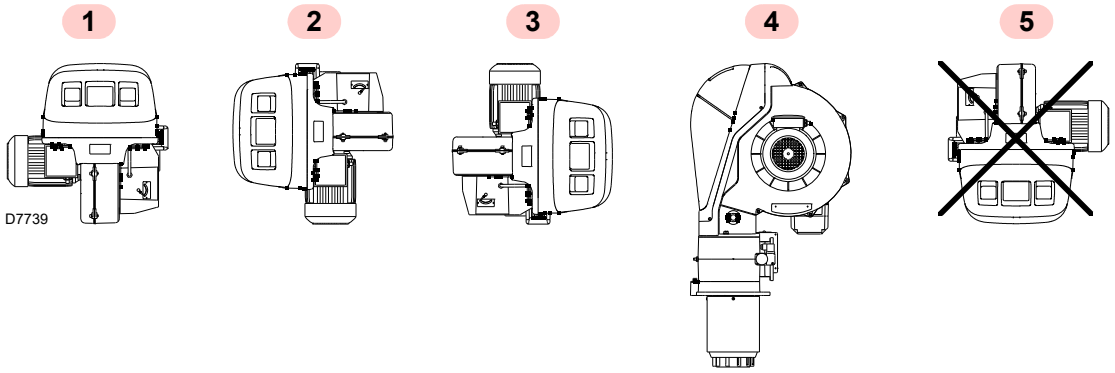

**Abb. 13**
- Der Brenner kann ausschließlich in den Stellungen **1, 2, 3** und **4** Abb. 13 betrieben werden.